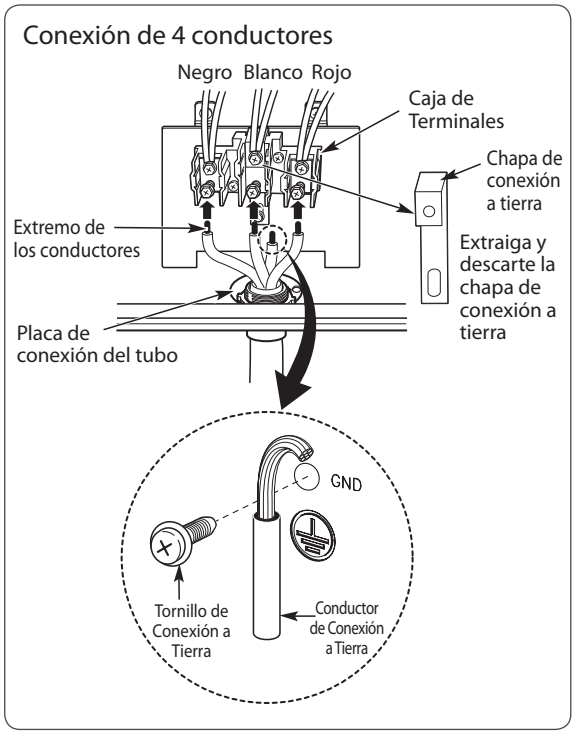

FIGURA 12
2. Afloje los 2 tornillos inferiores derecho e izquierdo de la caja de terminales. (Remítase a la Figura 12.) Extraiga los 2 tornillos inferiores del centro.
3. Extraiga y descarte la chapa de conexión a tierra como puede verse en la Figura 12. No descarte ningún tornillo.
4. Coloque el extremo pelado del conductor de conexión a tierra y asegúrelo con el tornillo de conexión a tierra (verde). (Remítase a la Figura 12).